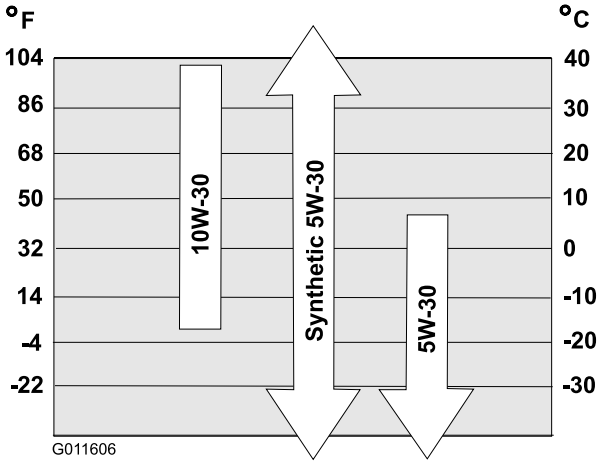

**Rysunek 28**
Wykorzystaj Rysunek 28, aby wybrać najlepszą lepkość oleju dla spodziewanego zakresu temperatur na zewnątrz:
**Informacja:** Napełniaj olejem skrzynię korbową silnika do momentu uzyskania prawidłowego poziomu oleju na wskaźniku, jak pokazuje Rysunek 28. Jeśli wlejesz zbyt dużo oleju do silnika, usuń nadmiar oleju przez spust do przygotowanego naczynia.